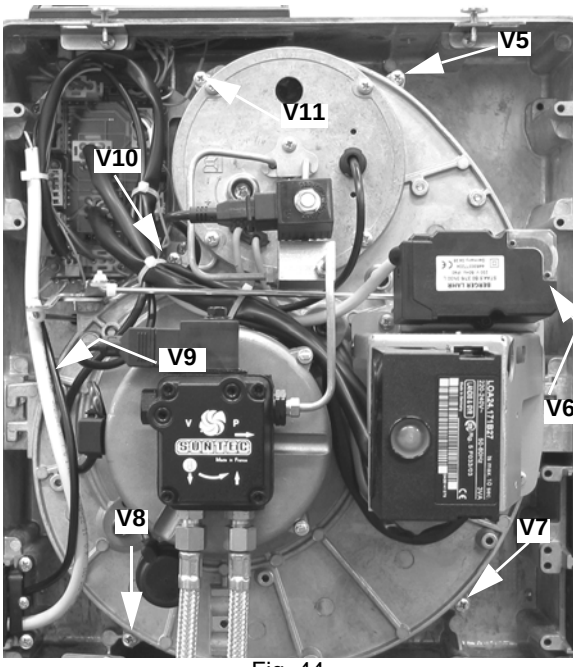

Fig. 44
- Quite los 7 tornillos V5 - V11 de fijación de la placa de los componentes (Fig. 44).
- Reinstale la placa de los componentes y apriete los 7 tornillos V5 - V11 (Fig. 44).
- Reinstale el cabezal de combustión y los 4 tornillos V1 - V4 (Fig. 44).